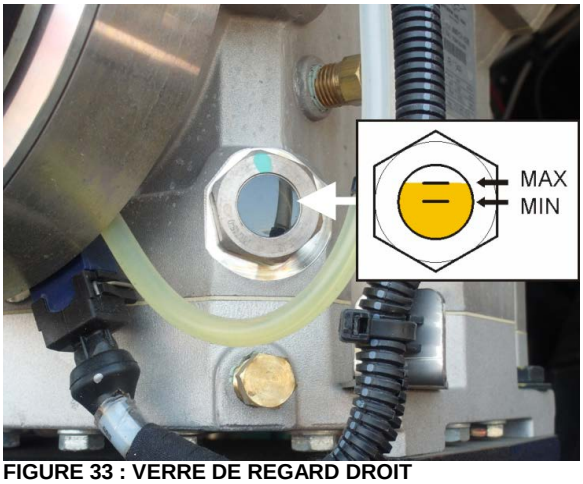

FIGURE 33 : VERRE DE REGARD DROIT
- *Verre de regard droit : entre ½ et ¾ de la hauteur du verre de regard (Figure 33).*